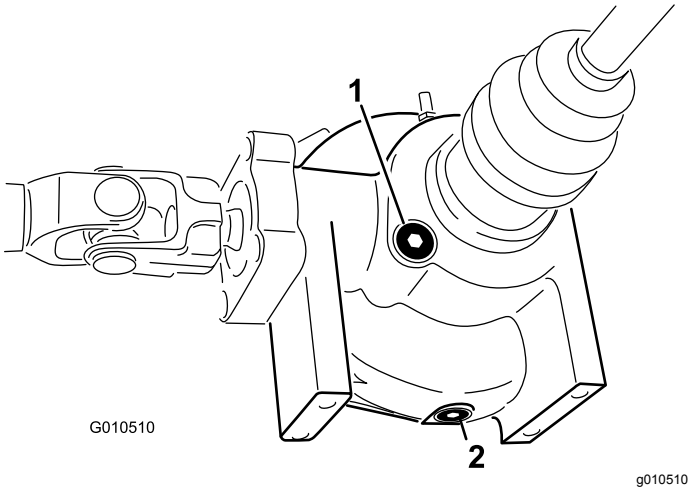

Rysunek 43
4. Oczyść obszar wokół korka wlewu/kontroli z boku mechanizmu różnicowego (Rysunek 43).
4. Oczyść obszar wokół korka spustowego z boku mechanizmu różnicowego (Rysunek 43).